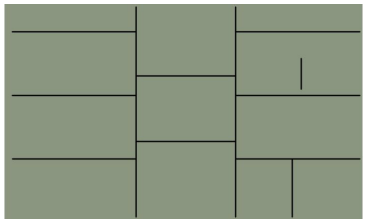

Abb. 3
2. Wenn innerhalb von 4 min 30 s keine Tastenbetätigung oder kein Drehzahlsignal eingegeben wird, geht die LCD-Anzeige in den Standby-Modus über (ABB. 3).